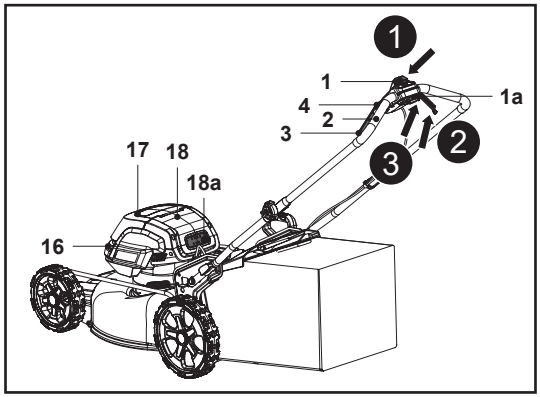

Fig. 18
1. Levante la tapa magnética (17c) y abra la tapa del compartimento de la batería (17); a continuación, inserte por completo las dos baterías (27).
2. Cierre la tapa del compartimento de la batería (17) con cuidado.
3. Colóquese detrás de la empuñadura de agarre (2).
5. Mientras mantiene pulsado el interruptor de seguridad (1), tire de las palancas de arranque (3) hacia la empuñadura de agarre (2) y manténgalas en esa posición (Fig. 18, pasos 1 y 2).
6. Una vez que el cortacésped haya arrancado, suelte el interruptor de seguridad (1).
7. La capacidad real de la batería aparecerá automáticamente en la pantalla de la batería (18a) en la parte posterior de la tapa del motor (18).
8. La luz de trabajo (16) situada en la parte delantera de la tapa del compartimento de la batería (17) se encenderá automáticamente.
9. Cuando esté listo para cortar, tire de las palancas de autopropulsión (4) junto con las palancas de arranque (3) hacia la empuñadura de agarre (2) y manténgalas en esa posición para que el cortacésped se mueva hacia delante (Fig. 18, paso 3).